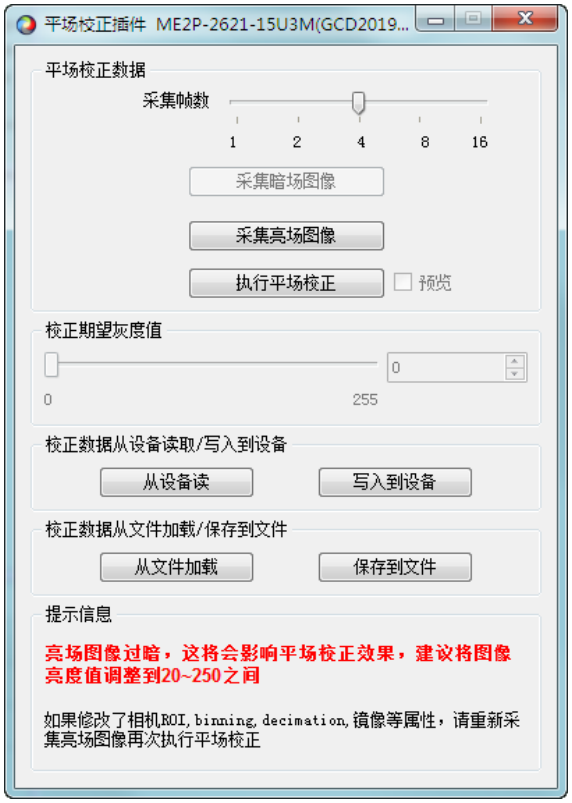

图 9-8 亮场图像过暗
4) 如果采集的亮场图像亮度小于 20 时，会在提示框中提示采集的亮场图像会影响平场校正效果，如图 9-8 所示，在这种情况下，建议您调整图像亮度在 20~250 之间，而后重新采集亮场图像；